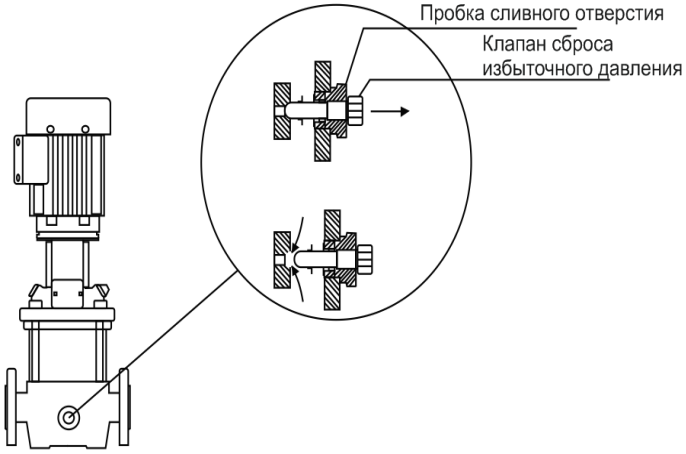

Рисунок 6
6. Пробка сливного отверстия оснащена клапаном сброса избыточного давления. При достижении в системе давления равного 6 бар, происходит автоматическое срабатывания этого клапана (при его ослаблении), что позволяет сбросить избыточное давление в системе и избежать повреждения насоса и системы (смотрите рисунок 6 ниже).